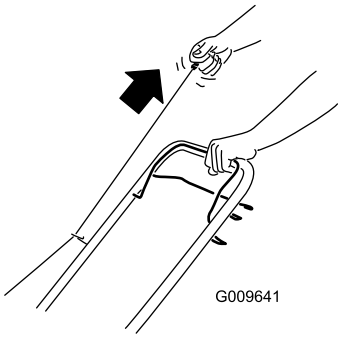

Figuur 12
3. Trek aan de handgreep van het startkoord (Figuur 12).